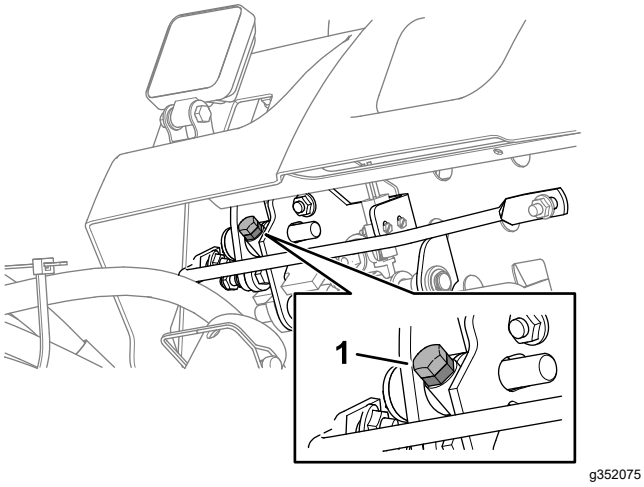

Figur 89
- Vrid anslagsskruven för hastighetsreglering (Figur 89) medurs för att minska klipphastigheten.